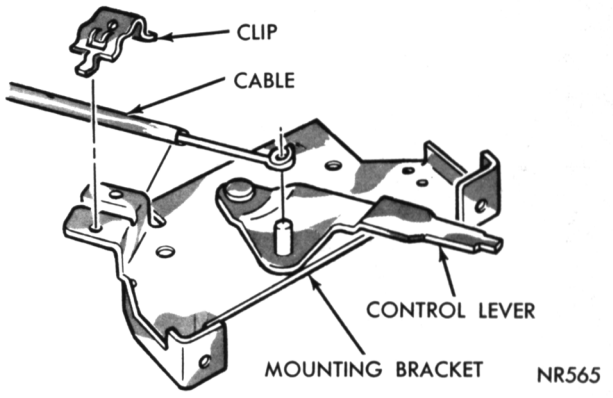

Fig. 5—Heater Control Cable Adjustment
(1) Disconnect the three cables at heater assembly.
(2) With control assembly removed from instrument panel, position the three control cables so the cable housing is flush with edge of the cable mounting bracket (Fig. 5). Install new clips.
(3) Install control assembly on instrument panel.
(4) Place top control lever in center or "Heat" position and connect heater defroster cable (right cable) to heater defroster door of heater assembly while holding door in extreme clockwise position.
(5) Connect fresh air cable (left cable) to air shut
(2) With control assembly removed from instrument panel, position the three control cables so the cable housing is flush with edge of the cable mounting bracket (Fig. 5). Install cable mounting clips.
(4) Place top control lever in center or "Heat" position and connect heater-defroster cable (left cable) to heat-defrost door (extreme left door) of heater assembly while holding crank in extreme counter clockwise position.
(5) Connect air shut-off cable (right cable) to air shut-off door of heater assembly (on the front surface of the heater), while holding crank in extreme clockwise position.